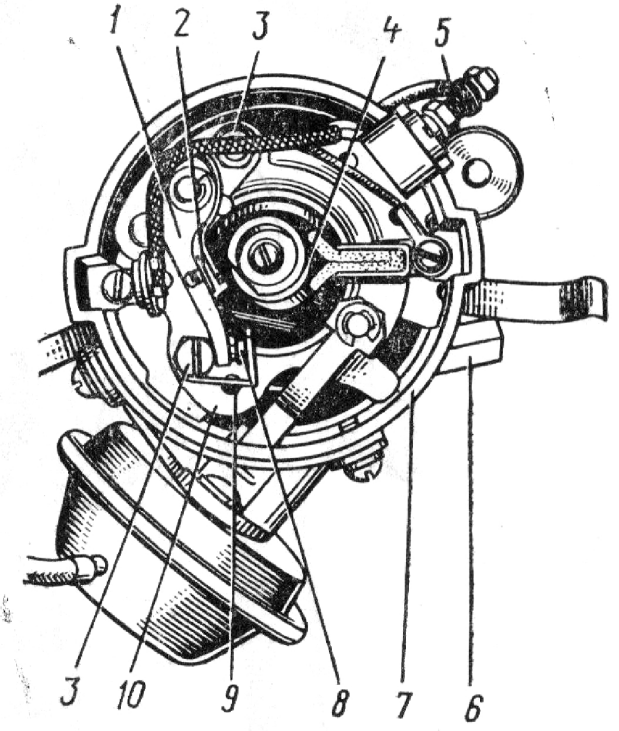

Bild 75. Zündverteiler (mit abgenommenem Läufer und Deckel) für Motor 331.10:
3. Befestigungsschrauben *3* (Bild 75) der Kontaktstütze *8* lockern.
Einstellen des Zündzeitpunktes am Motor 331.10. Zum Prüfen der Anfangseinstellung des Zündzeitpunktes, falls am Motor keine Reparaturarbeiten durchgeführt wurden, hat man mit einem Spezialschlüssel die Kurbelwelle im Uhrzeigersinn bis zum Übereinstimmen des Läuferkontaktes mit der Klemme *5* zu drehen (dies entspricht ungefähr der OT-Stellung des 1. Zylinders am Ende des Verdichtungstaktes). An einem Motor, an dem Reparaturarbeiten ausgeführt wurden, hat man zum Auffinden der OT-Stellung für den 1. Zylinder die Zündkerze des 1. Zylinders herauszuschrauben (von dem vorderen Motorteil gerechnet) und die Bohrung für die Zündkerze im Zylinderkopf mit einem Papierstopfen abzudecken. Dann Kurbelwelle langsam bis zur Stellung drehen, die dem Anfang des Verdichtungstaktes im 1. Zylinder entspricht und die am Herausstoßen des Papierstopfens aus der Bohrung für die Kerze ermittelt wird. Kurbelwelle weiterdrehen und Kolben des 1. Zylinders in Stellung bringen, die dem Überspringen eines Funkens zwischen den Elektroden der Zündkerze (10° vor OT) entspricht. Hierbei stimmt die Marke *3* (s. Bild 44) an der Riemenscheibe der Kurbelwelle mit dem Einstellanguß *1* am unteren Steuerräderdeckel überein. Prüflampe an die Klemme *5* (s. Bild 75) und an Masse legen, dann Mutter *6* zur Befestigung des Verteilerschaftes lockern und Verteilergehäuse entgegen dem Uhrzeigersinn um einen Winkel drehen, bei welchem die Lampe verlöscht. Dann den Läufer mit dem Finger im Uhrzeigersinn drücken und Verteilergehäuse langsam in gleicher Richtung drehen, bis es in die Stellung gebracht ist, bei welcher die Prüflampe aufleuchtet.